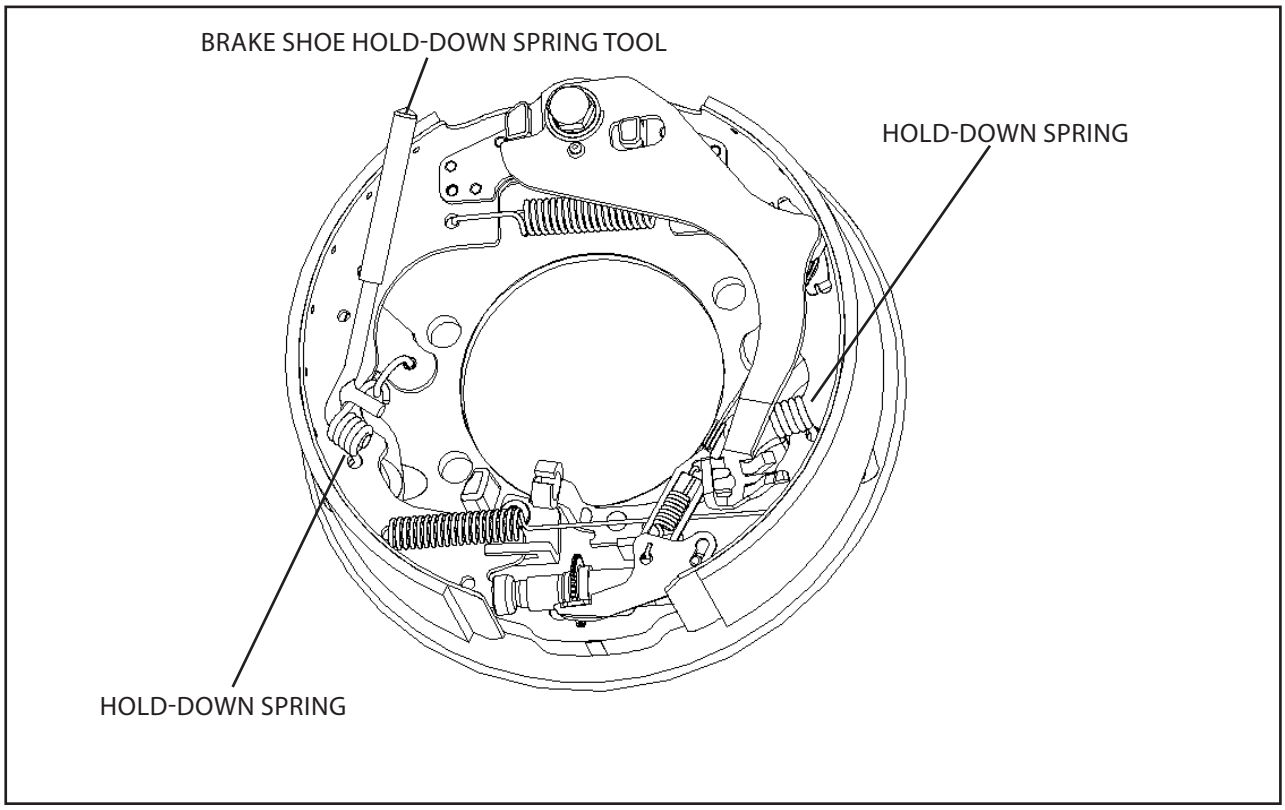
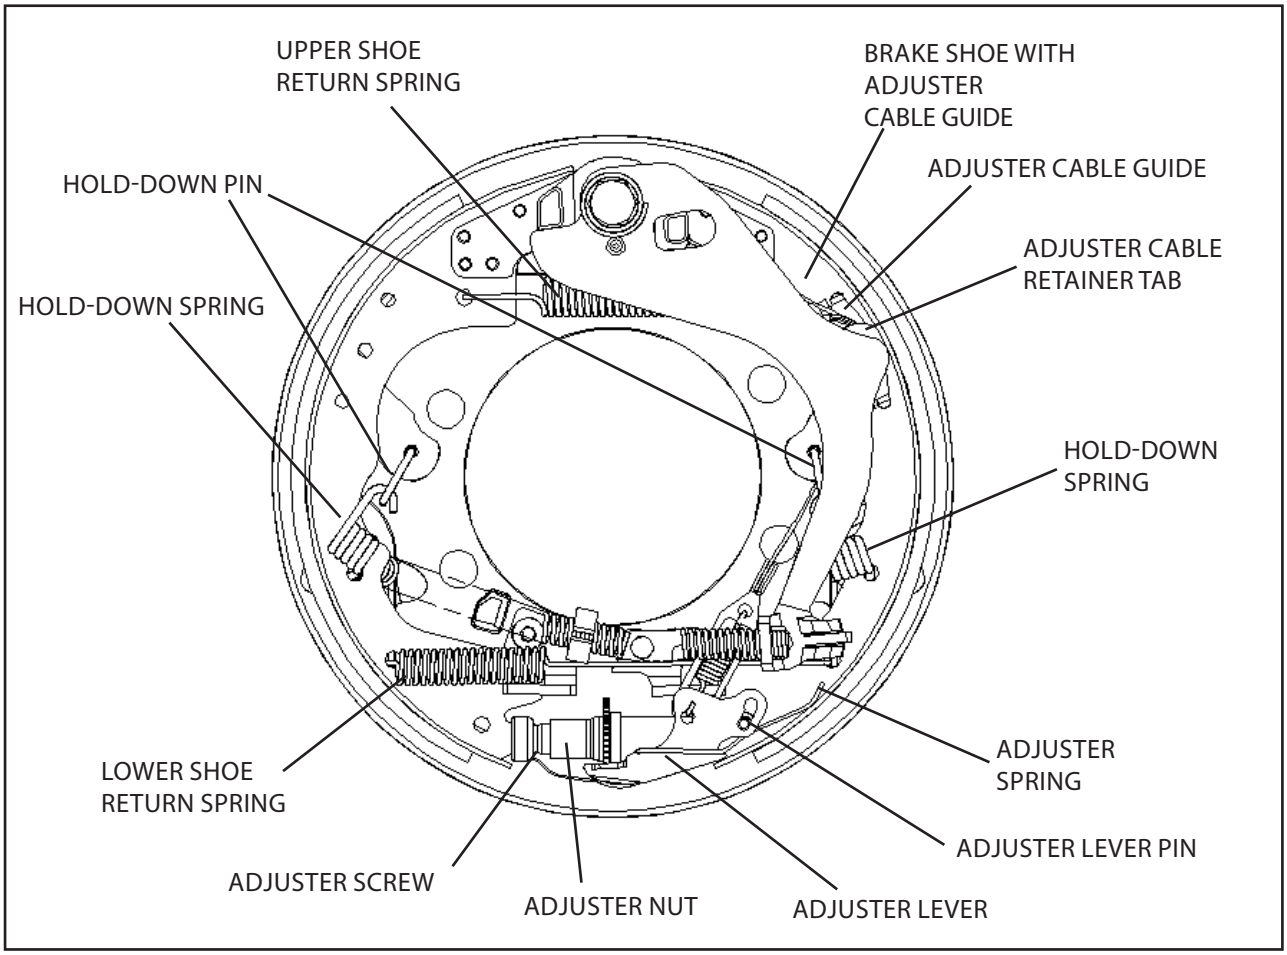

Figure 9. Shoe Hold-Down Spring Removal
Figure 11. Brake Shoe Installation
9. Remove both shoe hold-down springs. Use a brake shoe spring tool as shown in Figure 9.
Note: If the brake is a Release 2 level design with a lever guide present, it will need to be removed to provide access to the spring underneath with the tool shown in Figure 9. Upon removal of the hold down springs, the shoes, and the adjuster nut screw assembly will fall if not secured by hand.
Note: When installing new shoes, make sure the shoe with the adjuster cable guide and adjuster lever pin is installed on the correct side of the shoe. See Figure 11.
5. Place one shoe into the installed position. Reattach shoe hold-down spring and pin. See Figures 9 and 11.
For Steps 5 through 10, proper orientation of the various springs, including their hook-ends must be maintained, as shown in Figure 11, for proper brake function.
6. Position the second shoe and the adjuster nut and screw assembly as shown in Figure 11. The adjuster nut (internally threaded) should be seated against the shoe with the adjuster cable guide and pin. Reattach shoe hold-down spring to shoe hold-down pin using the brake spring tool as shown in Figure 9.
7. Install both shoe-return springs as shown in Figure 11.
8. Install the adjuster spring and the adjuster lever. Ensure that the adjuster lever is properly seated against the starwheel as shown in Figure 11.